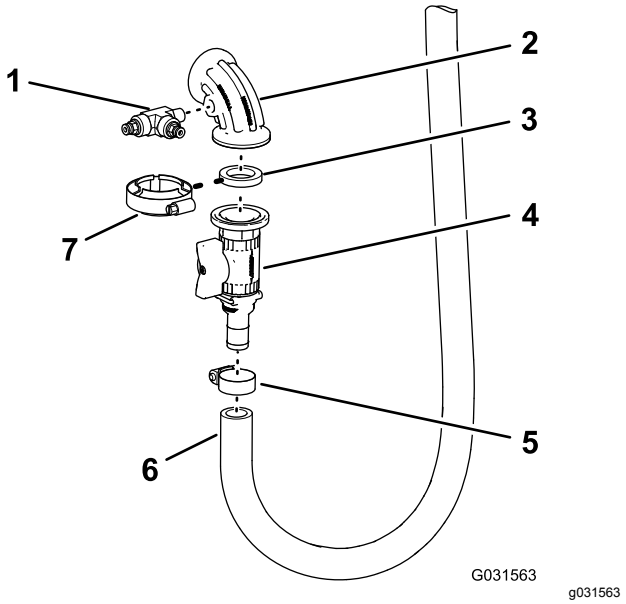

Figur 184
3. Använd PTFE-gängtätningstejp på gängorna på T-kopplingen (Figur 184) som du tog bort i steg 3 i Koppla loss slangarna och rören (sida 13).
4. Montera T-kopplingen på 90-graders- knäröret med sidoport enligt Figur 184 och dra åt kopplingen för hand.
5. Montera 90-gradersknäröret med sidoport, packningen och avstängningsventilen löst med flänsklämman (Figur 184).
6. Sätt ihop avstängningsventilens hullingförsedda koppling med inloppsslangen och slangklämman (Figur 184) som du tog bort i steg 4 i Koppla loss slangarna och rören (sida 13).